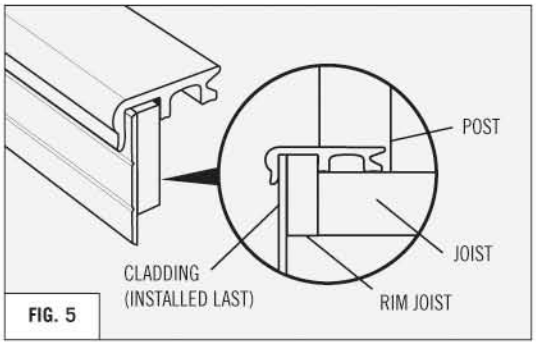

FIG. 5
- Place the bullnose onto the substructure with the middle leg against the inside of the rim joist. **(REFER TO FIG. 5)**
- Fascia cladding can be used to cover the rim joist and the sides of the deck. If bullnose trim is installed, the cladding is inserted under the lip of the bullnose trim. **(REFER TO FIG. 5)**